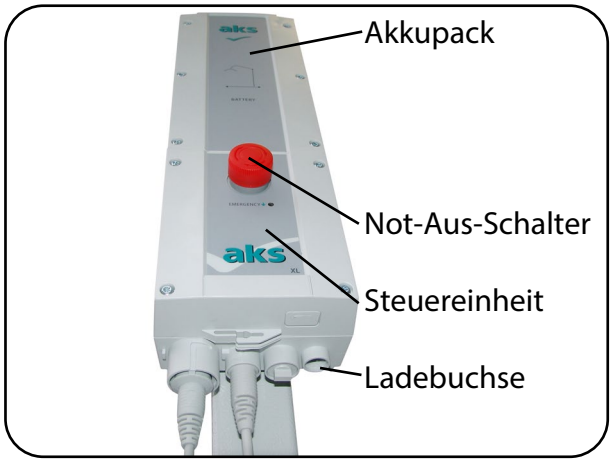
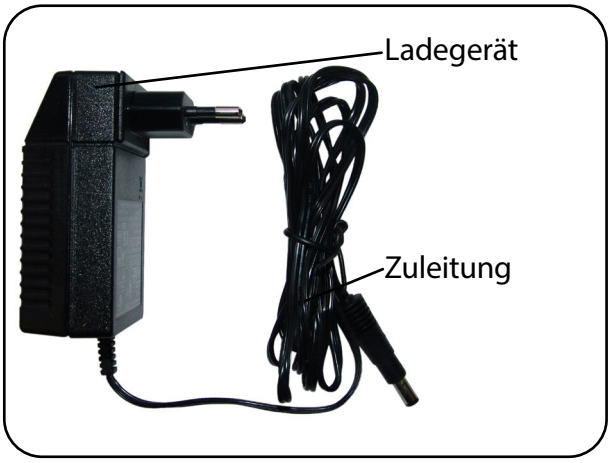

Abb. 8.7.04 - Steuereinheit mit Ladebuchse
Abb. 8.7.05 - Ladegerät mit Zuleitung
Das Akkupack kann ausschließlich mit dem mitgelieferten Ladegerät (Abb. 8.7.05) entweder direkt auf der Steuereinheit oder mit der als Zubehör lieferbaren Wandladestation (siehe Kapitel **Zubehör/ Kombination**) geladen werden. Die Ladebuchse befindet sich an der Unterseite der Steuereinheit (Abb. 8.7.04).
Stecken Sie das Ladegerät nur in hängender Position in die Netzsteckdose (Abb. 8.7.05). Damit ist sichergestellt, dass die Zuleitung nicht abgeknickt wird.
2. Stecken Sie die Zuleitung (Abb. 8.7.05) in die Ladebuchse der Steuereinheit (Abb. 8.7.04).
3. Stecken Sie das Ladegerät (Abb. 8.7.05) in eine Netzsteckdose; Anschlusswert: siehe Kapitel Technische Daten Abschnitt **Elektrische Daten**.